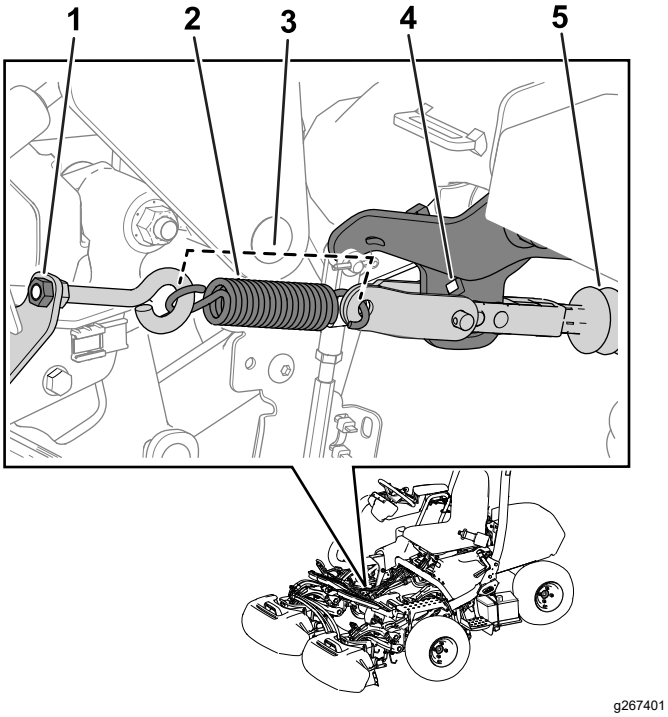

Figura 36
Nota: Consulte a Figura 36 para obter este procedimento.
3. Prepare para operação apertando a porca com olhal de forma a que o comprimento da mola seja de 11,4 cm quando instalada (Figura 36).